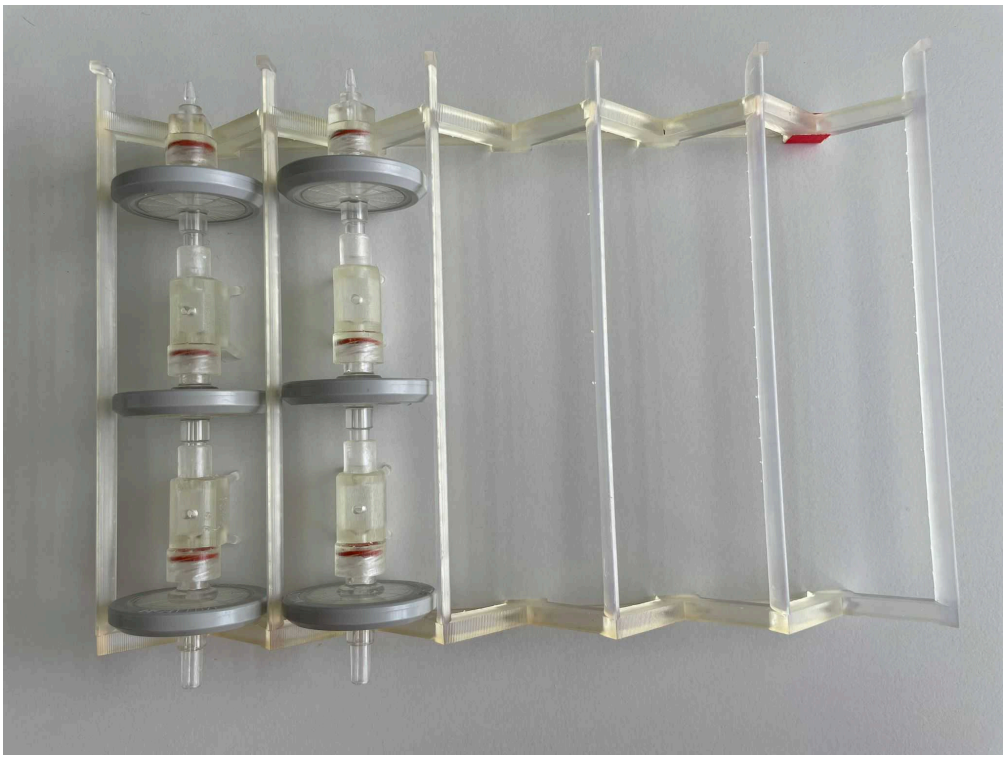

Figure 5: Example of two trains composed of two microchambers on a rack.
- **2.3.1 Position your trains on racks (Figure 5)**